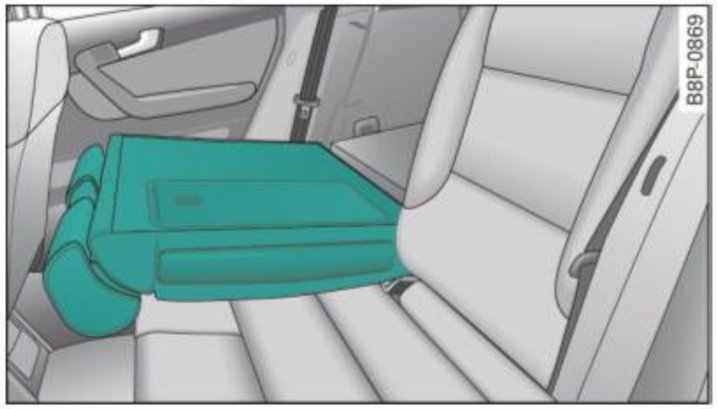

Fig. 32 Rear and trunk section: Access to emergency release
– Fold down the right rear seat back ⇒ fig. 32.